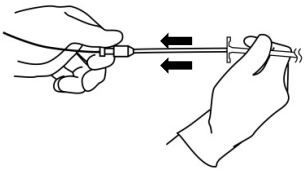

図 2
7) ロックを緩めてダイレータ部とガイドワイヤをゆっくりと抜き取り、シース部のみを残す（図 2）。